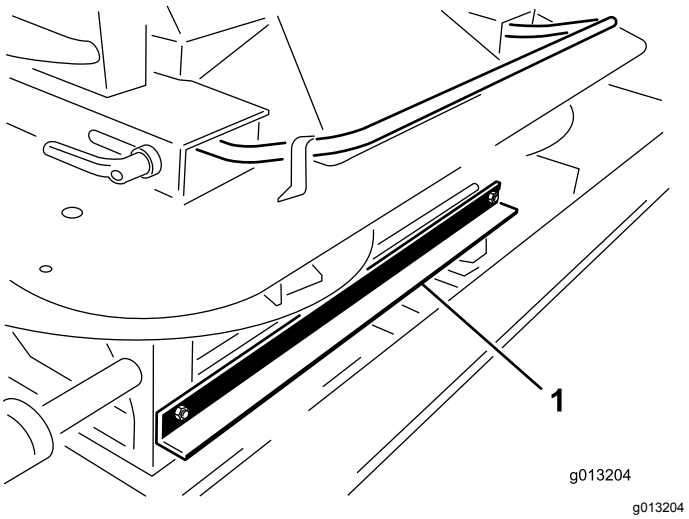

**Figur 4**
3. Fjern de 2 bolte og møtrikker fra forenden af den dobbelte spinder, som fastgør leveringsbeslaget fra maskinens løfteanordning på den dobbelte spinder (Figur 4).